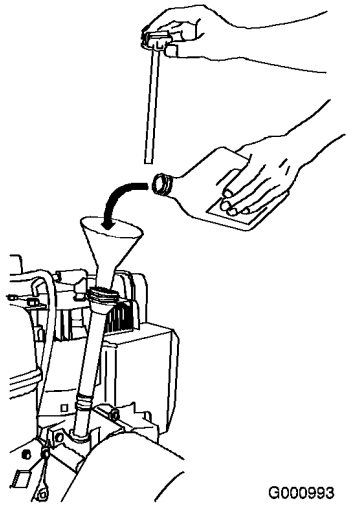

Figur 34
2. Ta ut oljestickan och kontrollera oljenivån (Figur 34). Fyll på olja om oljenivån ligger under markeringen Add (Fyll på). Se avsnittet Fylla på olja i motorn.